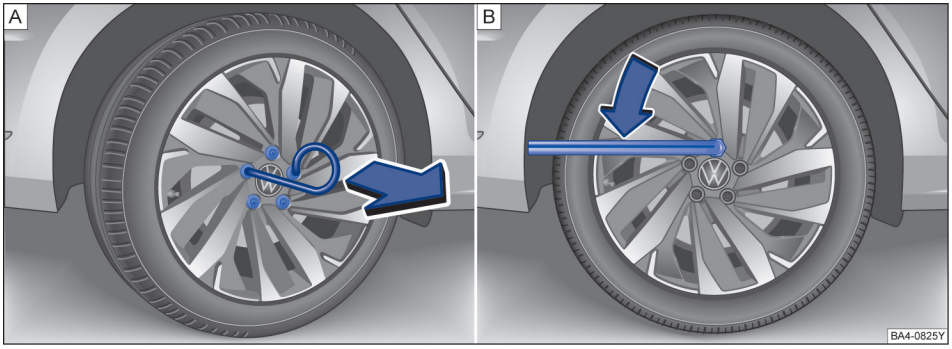

图 212 A 从车轮螺栓上拔下盖罩，B 更换车轮：松开车轮螺栓
– 将钢丝钩穿过开口插入盖罩内→图 212 A，然后沿箭头方向将其拔下。
– 将**车轮扳手**套到车轮螺栓上，然后推到限位位置→ 图 212 B 。